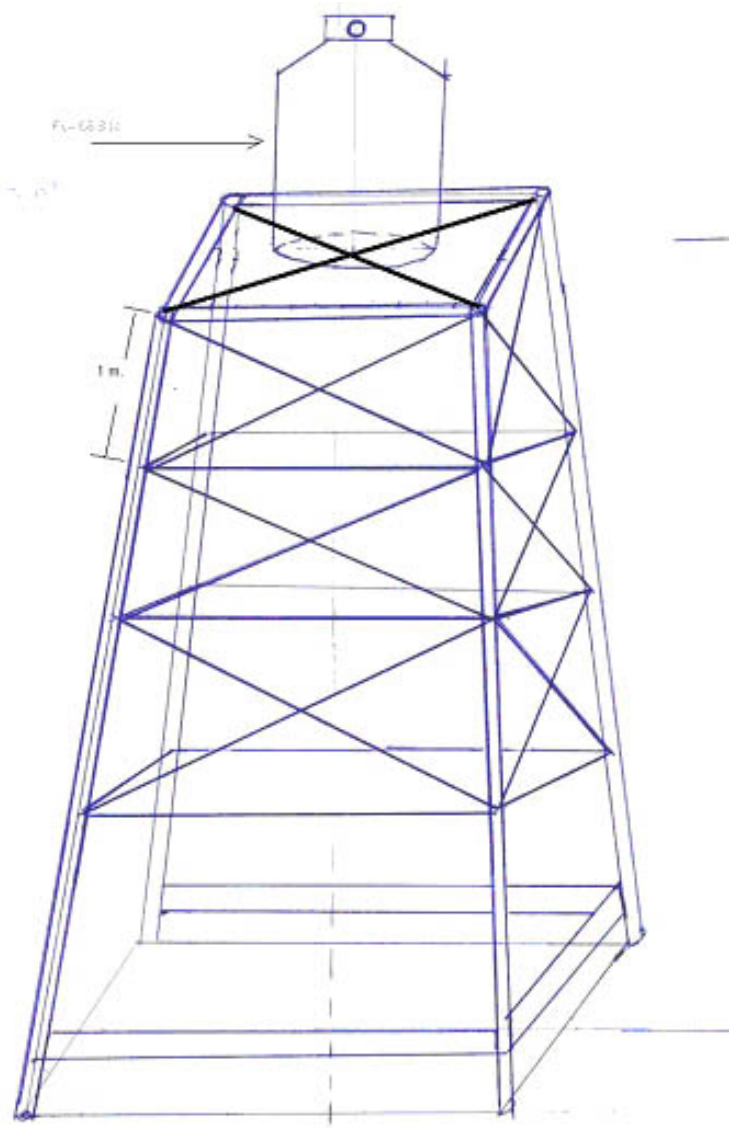

Figure 1. Sketch of proposed tower for the Raypa school. The height should be at least 4 meters.
- As a first step in designing a tower for the Raypa school water tank, estimate the forces in all the members shown in Fig. 1.